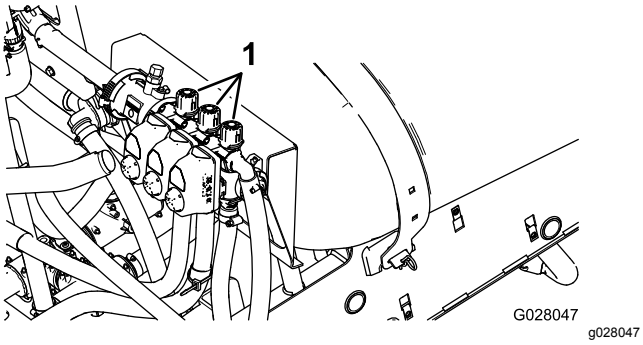

Figur 74
10. Slå av venstre bom og juster bomomløpsventilen (Figur 74) helt til trykkmålingen er ved det forrige justerte nivået (vanligvis 2,76 bar)
12. Juster høyre bomomløpsventil (Figur 74) helt til trykkmålingen er ved det forrige justerte nivået (vanligvis 2,76 bar)
14. Juster midtre bomomløpsventil (Figur 74) helt til trykkmålingen er ved det forrige justerte nivået (vanligvis 2,76 bar)